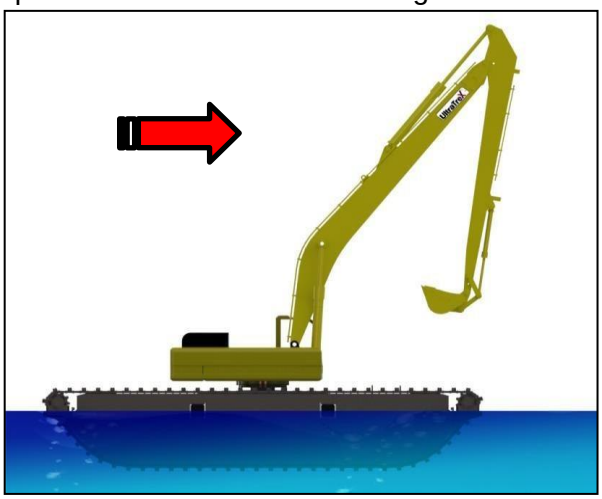

***Figure 3.0:*** *Traveling over water*
1. When traveling on water, the operator must adjust the working attachments to ensure the stability of the amphibious excavator. Refer to Figure 3.0.